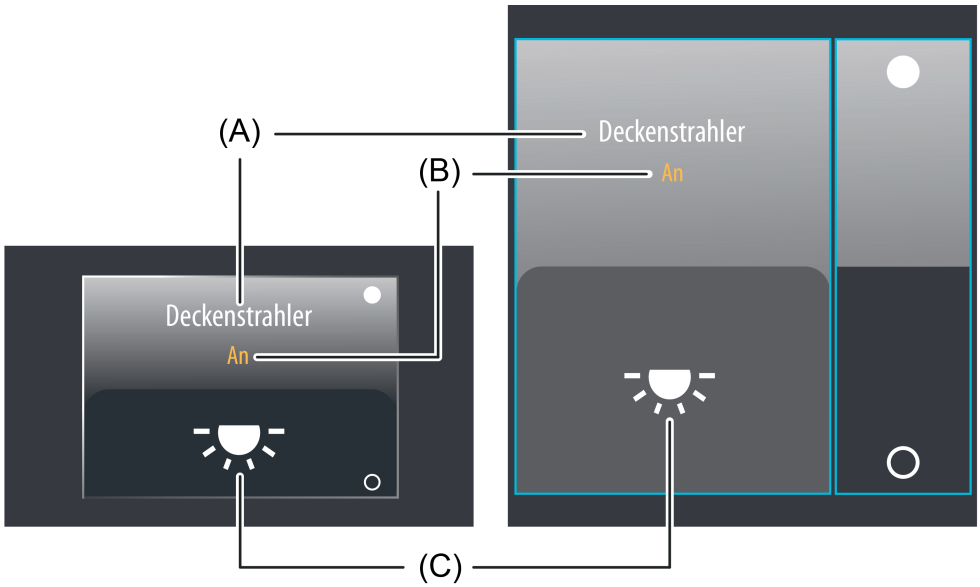

Bild 24: Beispiel für Bedien- und Anzeigeelement der Funktion "Schalten"
Der Anzeigebereich enthält verschiedene Darstellungselemente (Bild 24), die durch Parameter beeinflusst werden. Jeder KNX Funktion kann in der Konfigurationssoftware eine Bezeichnung vergeben werden (A). Diese Text-Bezeichnung wird im Anzeigeelement zentriert zur Anzeige gebracht, wodurch steuerbare KNX Funktionen für den Anwender kenntlich gemacht werden (z. B. "Deckenstrahler"). Zusätzlich kann unterhalb der Bezeichnung ein Statustext (B) eingeblendet werden, der abhängig vom Objektwert der Schaltstatus-Rückmeldung ("0" / "1") unterschiedliche Texte im Display visualisiert (z. B. "Aus" / "Ein" oder "Abwesend" / "Anwesend"). Solange nach einem Gerätereset noch kein Rückmeldungs-Objektwert empfangen oder vorgegeben wurde, zeigt der Statustext "---" an.